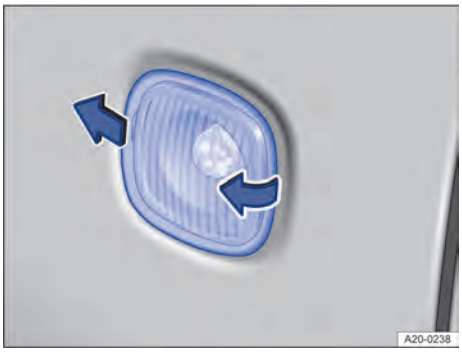

Fig. 191 En el lateral del vehículo: desmontar el intermitente lateral.
2. Presione el intermitente lateral en el sentido de la marcha y desprenda la parte trasera → Fig. 191.